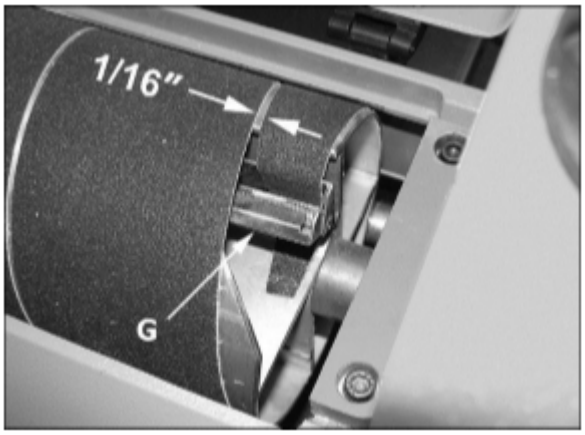

Рис. 7
Последний виток перед заведением абразивной ленты во внутренний зажим должен иметь зазор 1,6-1,4 мм (см. Рис. 7).
5. Прижмите внутренний притягивающий рычаг (G, Рис. 7) вставьте задний конец ленты до конца насколько это возможно. При